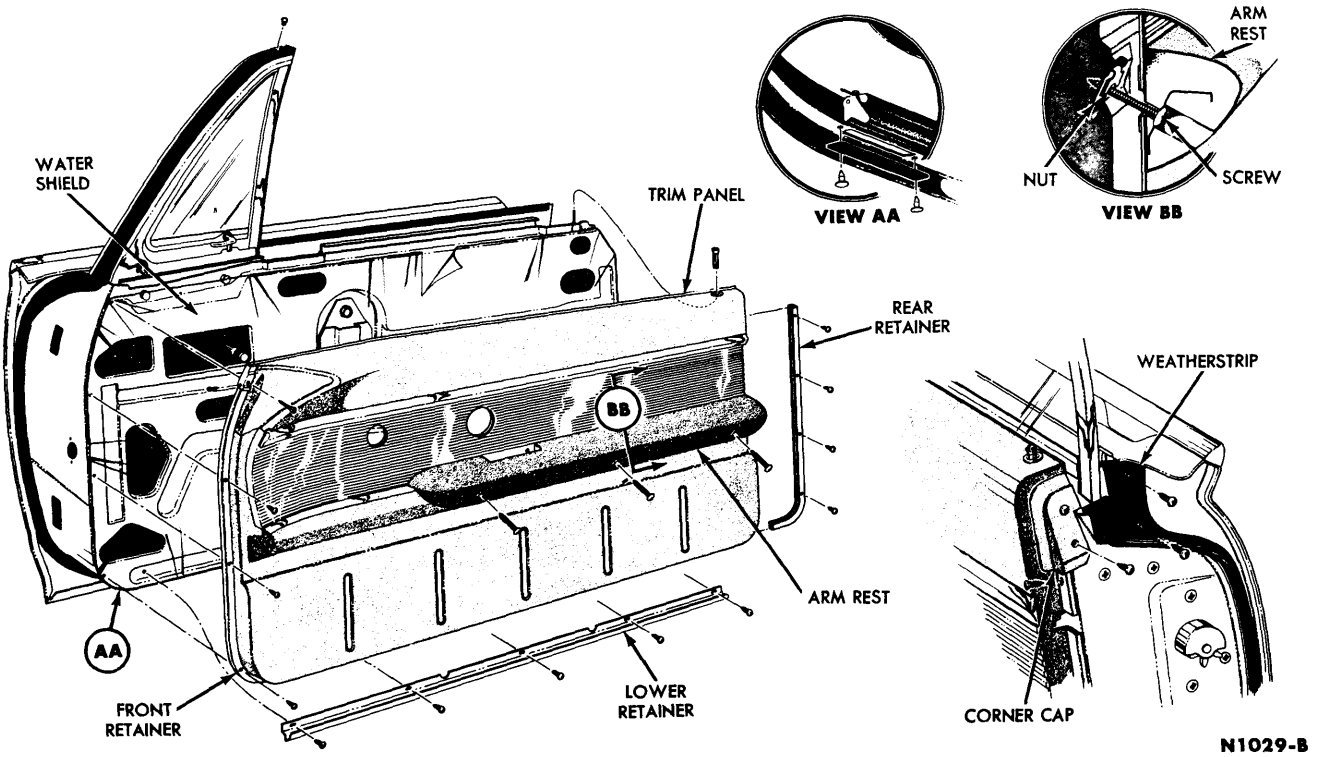

FIG. 6—Door Trim Panel
1. Remove the control handles (Fig. 5). Remove the arm rest retaining screws, and remove the arm rest (Fig. 6).
2. Remove the lock push button (Fig. 6). Remove the door belt corner cap (Fig. 6). Remove the screws that retain the trim panel front and rear retainer strips to the door inner panel, and remove the trim panel. If the door has electric windows, disconnect the door switch wires at the switch.